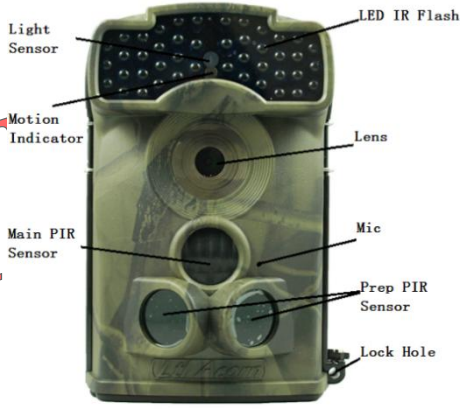

Figure 1.1: Front view of Ltl-5610A
- Figure 1.1: Front view of the camera (Part # Ltl-5610A)